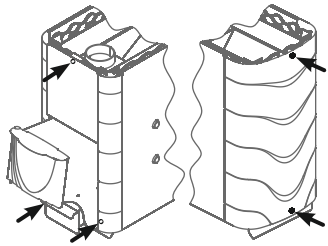

Рисунок 8. Саморезы для демонтажа конвектора печи
2. Снять конвектор, открутив 5 саморезов (рисунок 8);